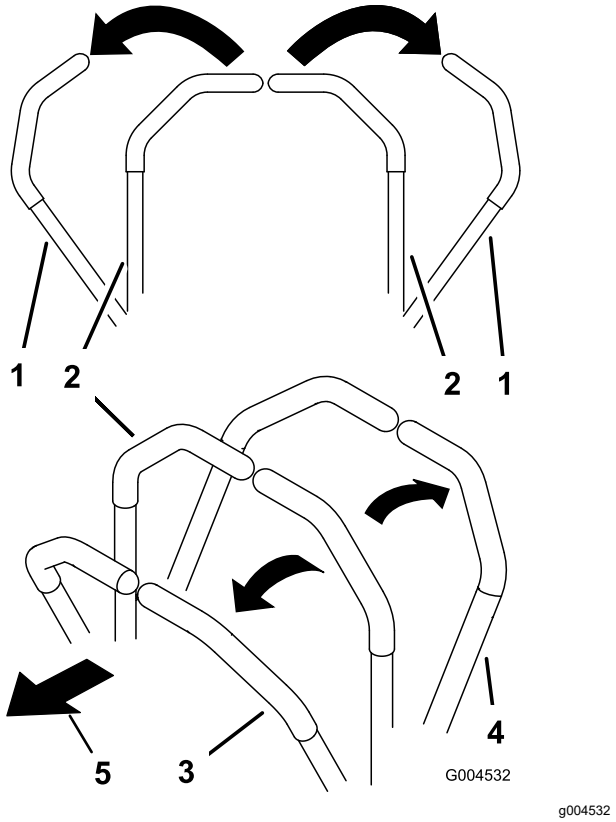

Figuur 20
- Om vooruit te rijden, duwt u de rijhendels langzaam naar voren (Figuur 20).
- Om achteruit te rijden, trekt u de rijhendels langzaam naar achteren (Figuur 20).
- Als u een bocht wilt maken, vermindert u vaart door beide hendels naar achteren te trekken en duwt u vervolgens de hendel aan de kant tegengesteld aan de richting die u wilt inslaan, naar voren (Figuur 20).